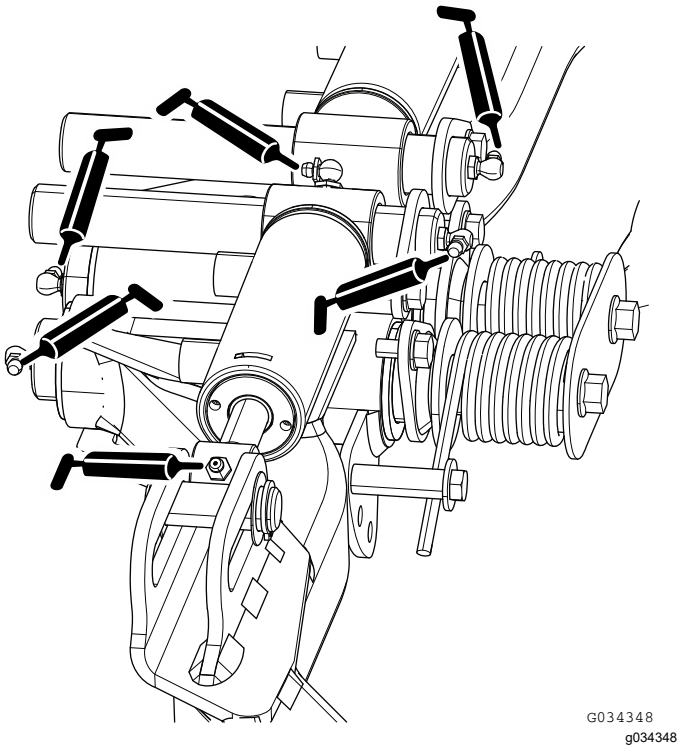

**Figuur 50**
- Draaipunten en hefcilinders achterste hefarm (4 elk); zie Figuur 50.